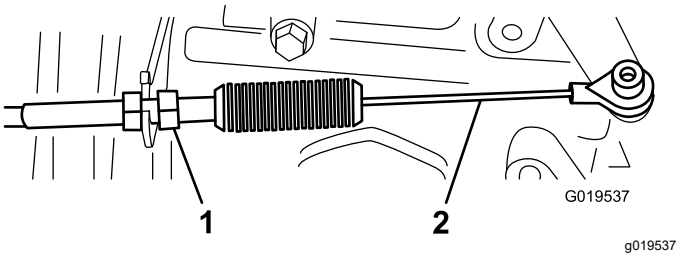
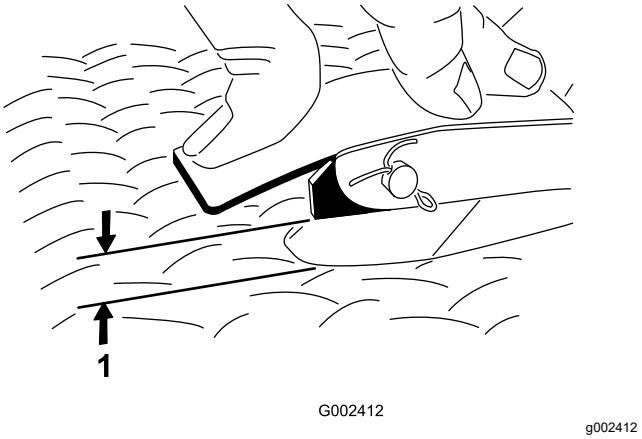

Bild 64
Bild 65
2. Stellen Sie das Kugelgelenk am Bowdenzug (Bild 64) so ein, dass Sie einen Abstand von 2,54 mm bis 6,35 mm zwischen dem Fahrpedalarm und der Oberseite des Bodenplattensternmusters (Bild 65) erhalten, wenn Sie eine Kraft von 11,3 kg auf die Pedalmitte aufbringen.
3. Ziehen Sie die Sicherungsmutter an (Bild 64).